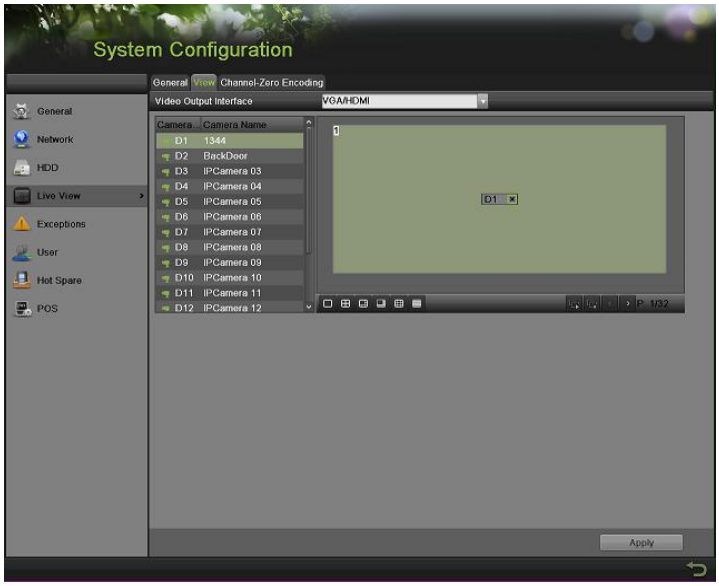

Figure 41 Camera Order Settings Menu
1. Enter the Live View menu, shown in Figure 41 by going to Menu > System Configuration > Live View.